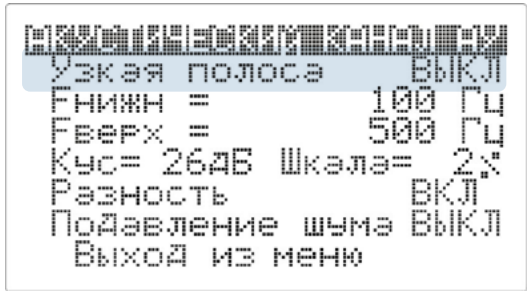

Рисунок 5 – Экран настроек в режиме «Узкая полоса– ВКЛ»
4.6.2.1. В режиме «Узкая полоса – ВЫКЛ» (Рис. 5) возможна регулировка полосы пропускания частот путем установки граничных частот полосы пропускания — нижней «Fнижн» и верхней «Fверх» — следующие две строки меню. Fнижн может принимать значения от 70 до 1000 Гц. Fверх — от 400 до 3000 Гц.